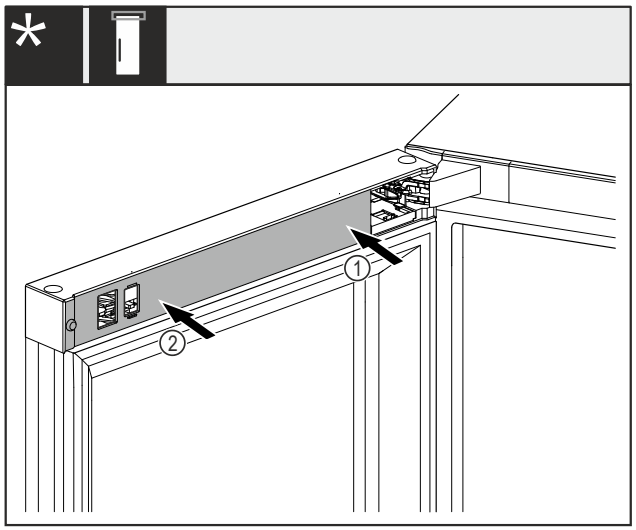

Fig. 48 *
▶ 将盖板 *Fig. 48 (1)*先放置到托架上并卡紧。*
▶ 将盖板 *Fig. 48 (2)*放置到外侧并卡紧。*